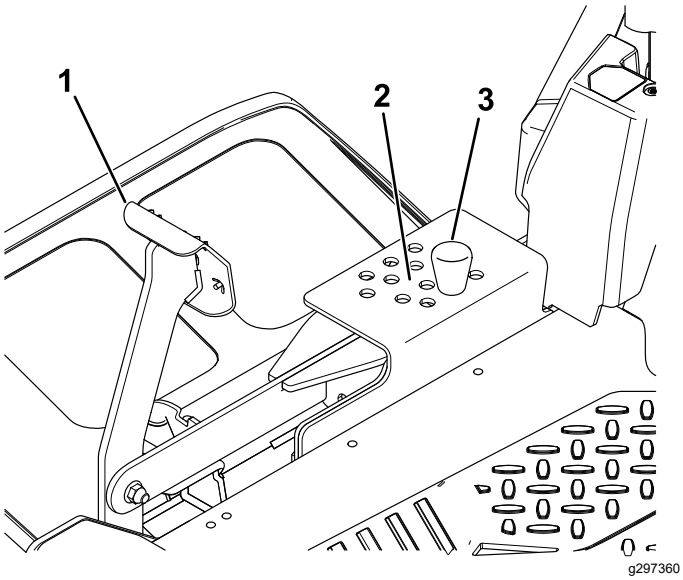

Figura 35
2. Pentru a efectua regla, îndepărtai tiftul din consola pentru înălimea de tăiere (Figura 35).
3. Selectai un orificiu din cadrul sistemului pentru înălimea de tăiere, corespunzător înălimii de tăiere dorite, apoi introducei tiftul (Figura 35).